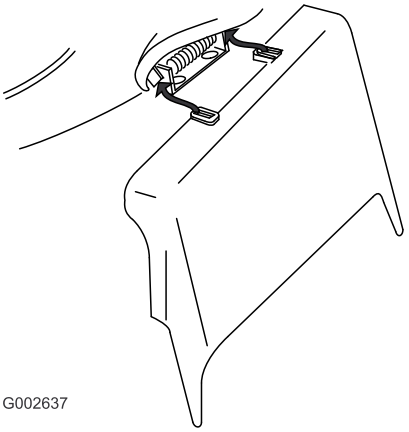

**Figuur 29**
3. Monteer de zijafvoer en sluit het deurtje op de tunnel (Figuur 29).